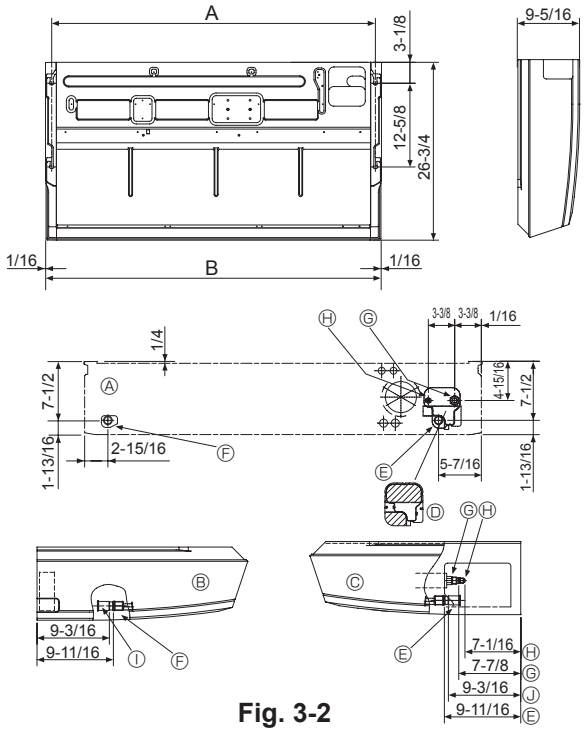

Fig. 3-2
①	Arandelas	4
②	Tapón de tubería	1 Tamaño grande (para la tubería del gas)
③	Tapón de tubería	1Tamaño pequeño (para la tubería del líquido)
④	Bandas	4
⑤	Adaptador de junta	1 marcado “UNIT”
⑥	Tapón para el adaptador	1
⑦	Tapón para la tubería de drenaje	1
3.2. Preparación para la instalación (Fig. 3-2)